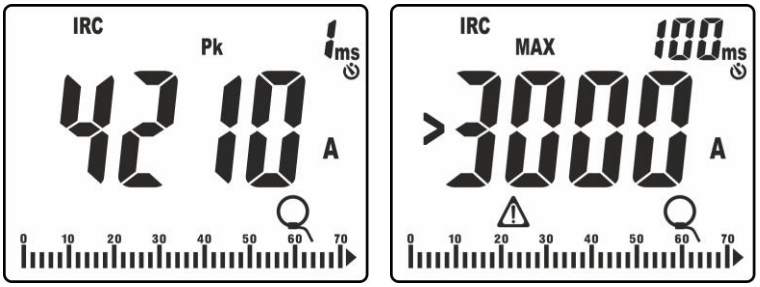

Fig. 44: Exemplos de visualizações da corrente de pico
- Valor de pico "Pk" calculado num **1ms** (ver Fig. 44 – parte esquerda)
11. Se a corrente medida é maior do que o FS da pinça configurado, uma mensagem semelhante à da Fig. 44 – parte direita (relativo a FS = 3000A) é apresentado no display